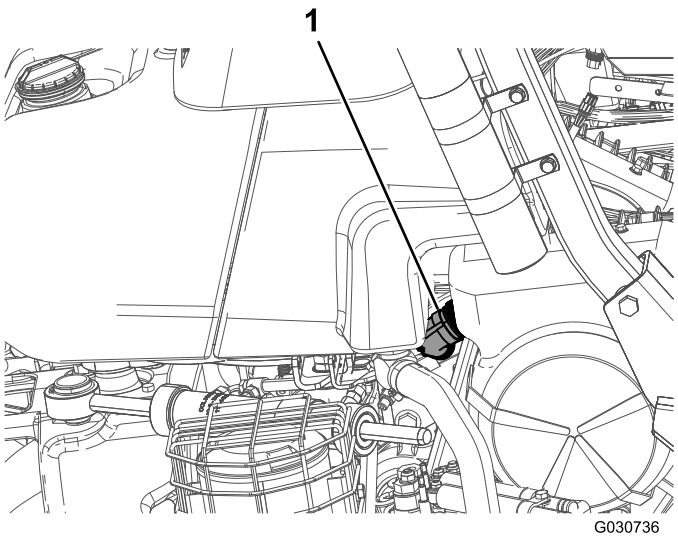

Figure 3
10. Disconnect the plug from the generator, which is located near the engine (Figure 3).